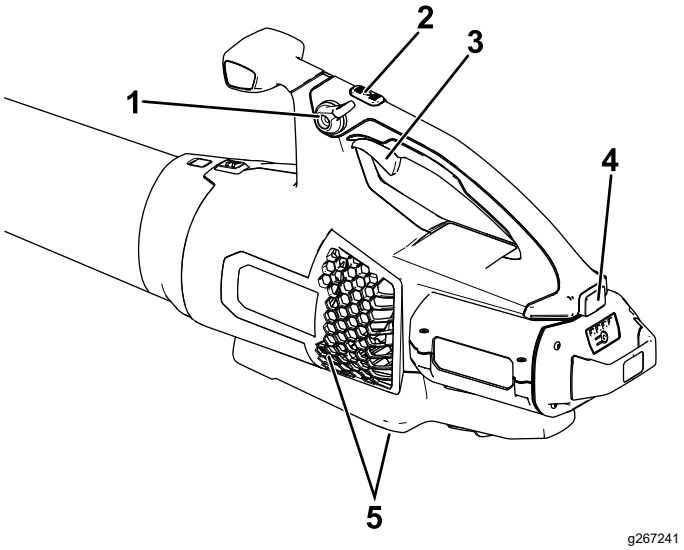

**Figura 6**
4. Para arrancar el soplador, apriete el gatillo de velocidad variable (Figura 6).
**Nota:** Active el bloqueo de velocidad para mantener la máquina encendida sin tener que apretar el gatillo de velocidad variable (Figura 6).
Para obtener el máximo rendimiento (velocidad de aire), presione a fondo el gatillo de velocidad variable, luego mantenga pulsado el botón de potencia turbo durante el tiempo deseado (Figura 6).
Para ajustar la velocidad del aire mientra sopla, utilice el gatillo de velocidad variable (Figura 6).
Para mantener la velocidad actual del aire, active el bloqueo de velocidad (Figura 6).
Para apagar el soplador, desactive el bloqueo de velocidad (si lo está usando) y suelte el gatillo de velocidad variable (Figura 6).